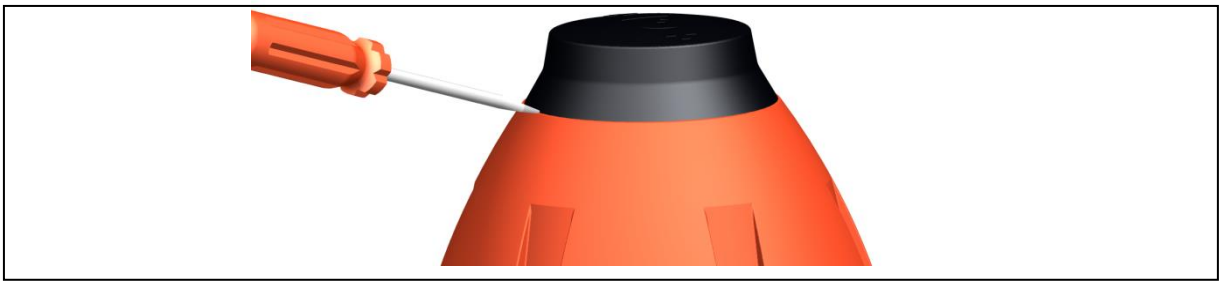

Fig. 2
- Remove the cap from the bonnet assembly (top part), see Fig. 2. To do so, position the screw driver in the notch of the cap.
- Remove the cap from the bonnet assembly (top part), see Fig. 2. To do so, use a screw driver.